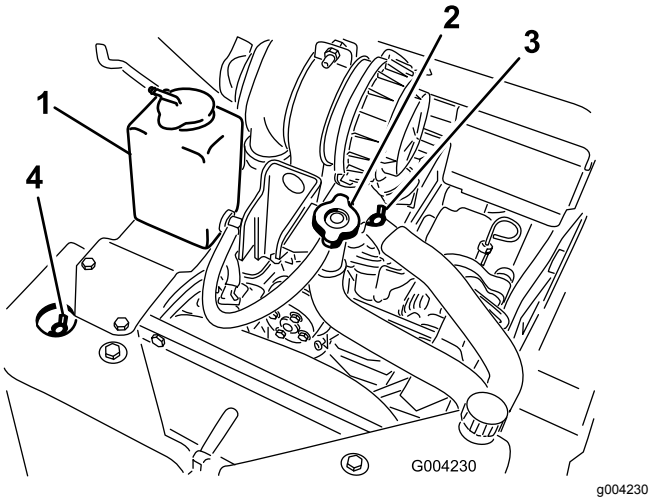

**Figur 51**
A. Ta bort påfyllningslocket för kylvätskan (Figur 51).
B. Öppna den främre och övre avluftarventilen för kylvätska (Figur 51).
C. Fyll på kylvätska genom påfyllningsröret tills kylvätskan börjar rinna ut genom den främre avluftarventilen (Figur 51).
D. Stäng den främre avluftarventilen för kylvätska (Figur 51).
E. Fyll på kylvätska genom påfyllningsröret tills kylvätskan börjar rinna ut genom den övre avluftarventilen (Figur 51).
F. Stäng den övre avluftarventilen för kylvätska (Figur 51).
G. Fyll på kylvätska genom påfyllningsröret tills kylvätskenivån når upp i påfyllningsröret (Figur 51).
H. Sätt tillbaka påfyllningslocket för kylarvätska (Figur 51).